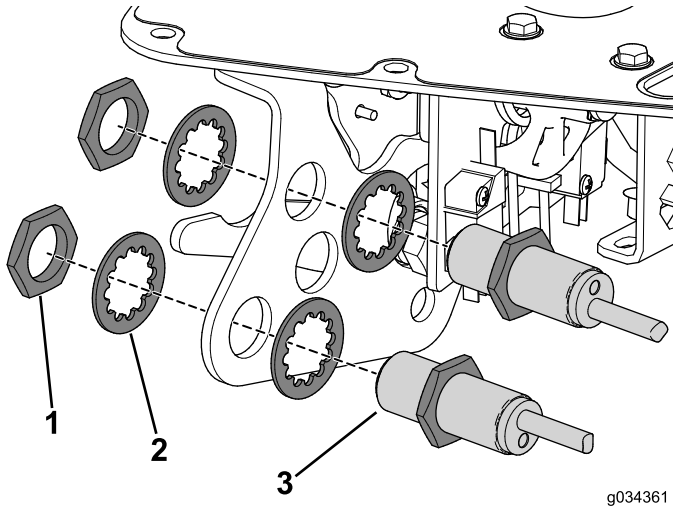

Figura 7
5. Retire las tuercas que sujetan los sensores de proximidad al soporte de la palanca funcional (Figura 7).